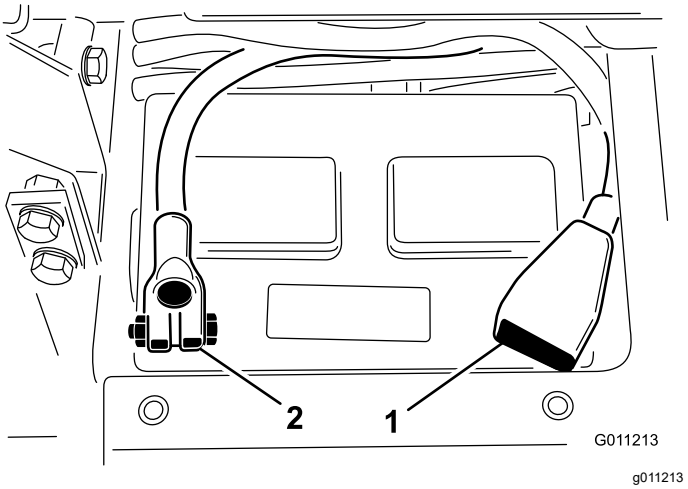

**Figur 5**
5. Anslut batteriets pluskabel (röd) till batteriets pluspol (+) och fäst dem med en T-skruv och en mutter (Figur 5).
6. Anslut batteriets minuskabel (svart) till batteriets minuspol (–) och fäst dem med en T-skruv och en mutter (Figur 5).